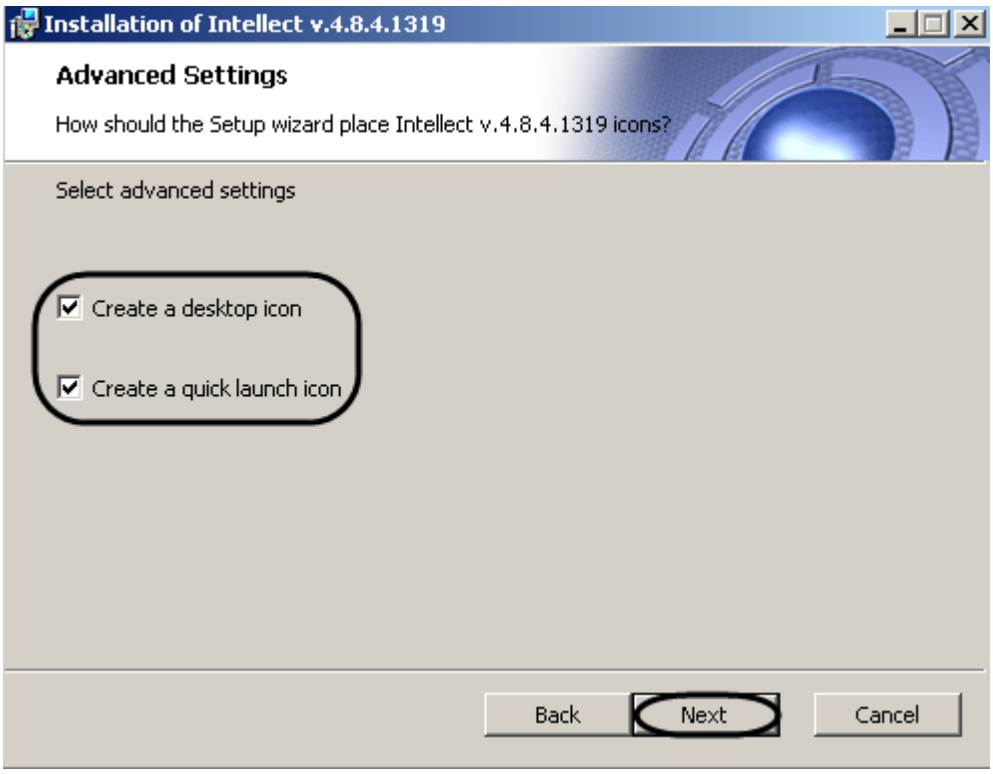

Figure 5.1-18 The "Advanced settings" dialog box
The "Advanced settings" dialog box is displayed (Figure 5.1-18).
23. If a desktop icon is to be created, set the corresponding checkbox (Figure 5.1-18).
24. If a quick launch icon is to be created, set the corresponding checkbox (Figure 5.1-18).
25. Click the "Next" button (Figure 5.1-18).